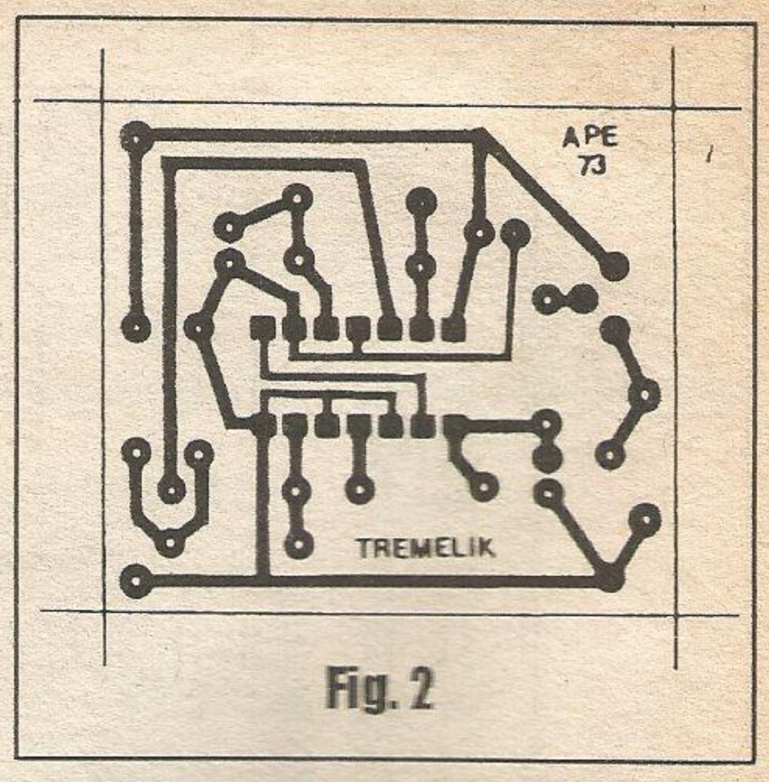

Fig. 2
**- FIG. 2 - *LAY OUT* DO CIRCUITO IMPRESSO ESPECÍFICO -** A placa é simples, com o único integrado centrado, de modo que os componentes ficam bem distribuídos à sua volta, num *lay out* pouco congestionado (mesmo um principiante não encontrará dificuldades em reproduzir o padrão e confeccionar o impresso...). No diagrama temos as ilhas e pistas cobreadas (em negro...) em tamanho natural, para facilitar as coisas. O leitor/hobbysta deve executar as providências costumeiras, eventualmente consultando edições anteriores de **APE** (e/ou da antiga **ABC DA ELETRÔNICA**, ainda quando era uma Revista *independente*...) para obter detalhes práticos da confecção... Lembramos ainda que o bom uso do impresso está detalhado no encarte permanente **INSTRUÇÕES GERAIS PARA AS MONTAGENS**, que contém importantes subsídios práticos para auxílio do novato. Não esquecer da conferência final do impresso, antes de começar as inserções e soldagens de terminais de componentes (Sempre dá para se corrigir pequenos defeitos, nesse estágio... Já *depois*, a *coisa* complica...).
**- FIG. 2 - *LAY OUT* DO CIRCUITO IMPRESSO ESPECÍFICO -** A placa (vista na figura pelo seu lado cobreado, em tamanho natural...) apresenta padrão de ilhas e pistas muito simples, *descongestionado* (como é costume em APE, para não *assustar* os iniciantes, que se atrapalham um pouco em *lay outs* muito *apertados*...). É só copiar (*carbonar*), traçar, corroer, furar, limpar e conferir, com atenção e cuidado costumeiros...